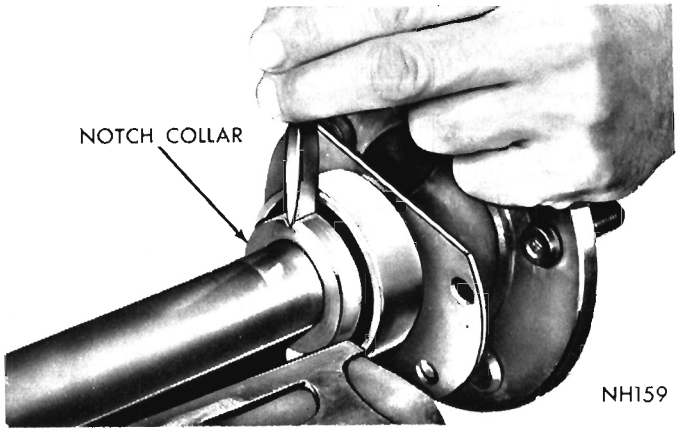

Fig. 3—Removing Axle Shaft Collar
(6) Position axle shaft bearing retaining collar on a heavy vise or anvil and using a chisel cut deep grooves into retaining collar at 90° intervals (Fig. 3). This will enlarge bore of collar and permit it to be driven off of axle shaft. The bearing can now be